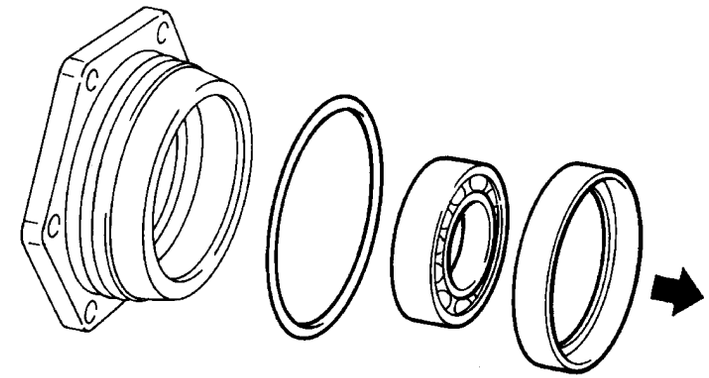

Fig.7
- Use a suitable pad on the ball bearing to remove the roller bearing outer ring and the ball bearing; remove the retaining O-ring (**Fig.7**); repeat the operation on the other hub.